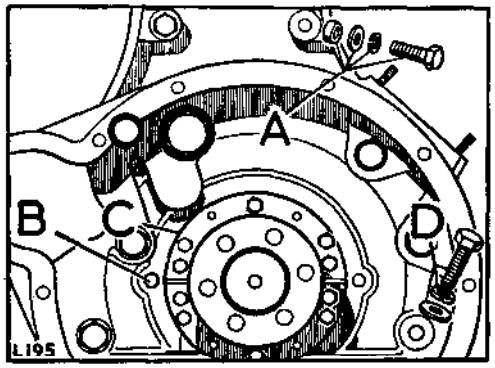

**Fig. A3-119. Flywheel housing fixings**
12. Replace the oil seal in the flywheel housing recess and fit the housing to the cylinder block. Fig. A3-119 refers.